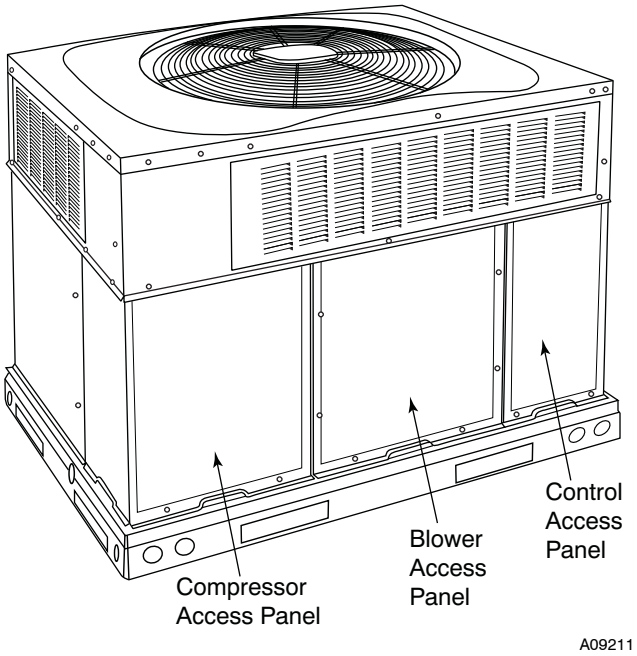

Fig. 23 - Unit Access Panels
a. Remove blower access panel (see Fig. 23).
g. Reinstall blower access panel (see Fig. 23).
1. Remove control access panel (See Fig. 23).
Remove blower access panel (see Fig. 23). Limit switch(es) are located on the fan partition.
3. Remove control access panel (See Fig. 23).
Remove access panels (see Fig. 23) to locate all the electrical controls and wiring. Check all electrical connections for tightness. Tighten all screw connections. If any smoky or burned connections are noticed, disassemble the connection, clean all the parts, re-strip the wire end and reassemble the connection properly and securely.